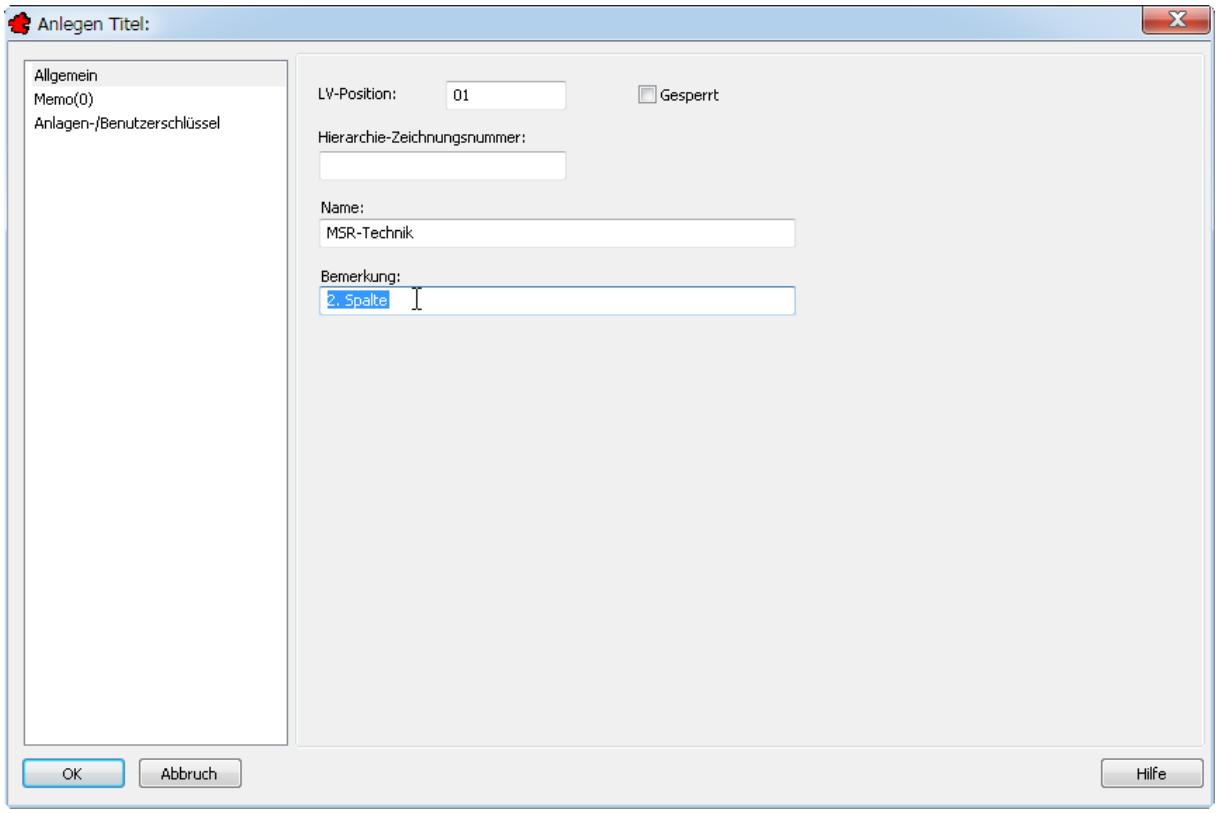

Bild 18.7 – Die Verwaltung der ersten GAEB-Ebene, Rubrik *Allgemein*
- Aktivieren Sie die erste Rubrik, *Allgemein* (Abb. 18.7).